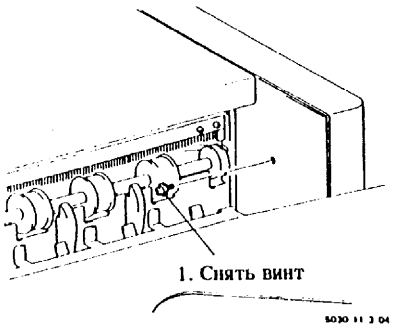
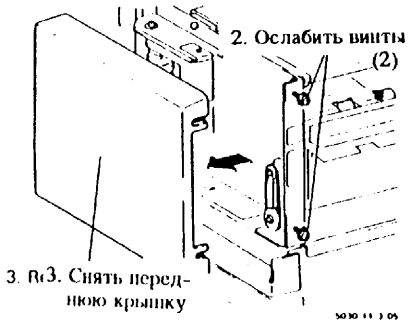

Рис. 1. Снятие передней крышки
Рис. 2. Снятие передней крышки
3. (Рис. 1), (Рис. 2): Снять переднюю крышку.